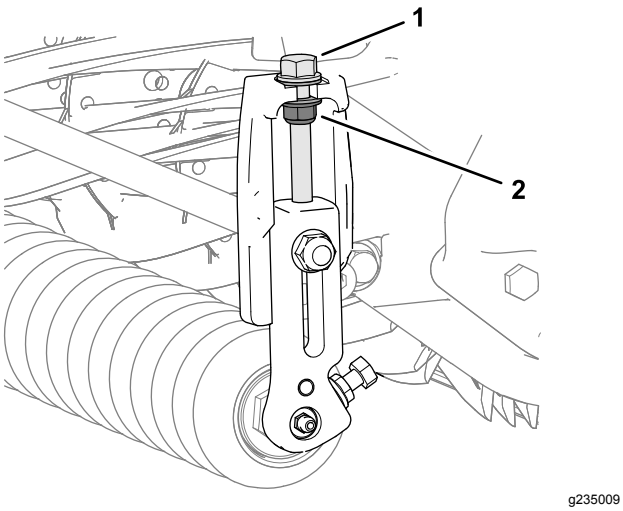

Figura 1
1. Desaperte as duas porcas de bloqueio flangeadas nos dois parafusos da altura de corte (Figura 1).